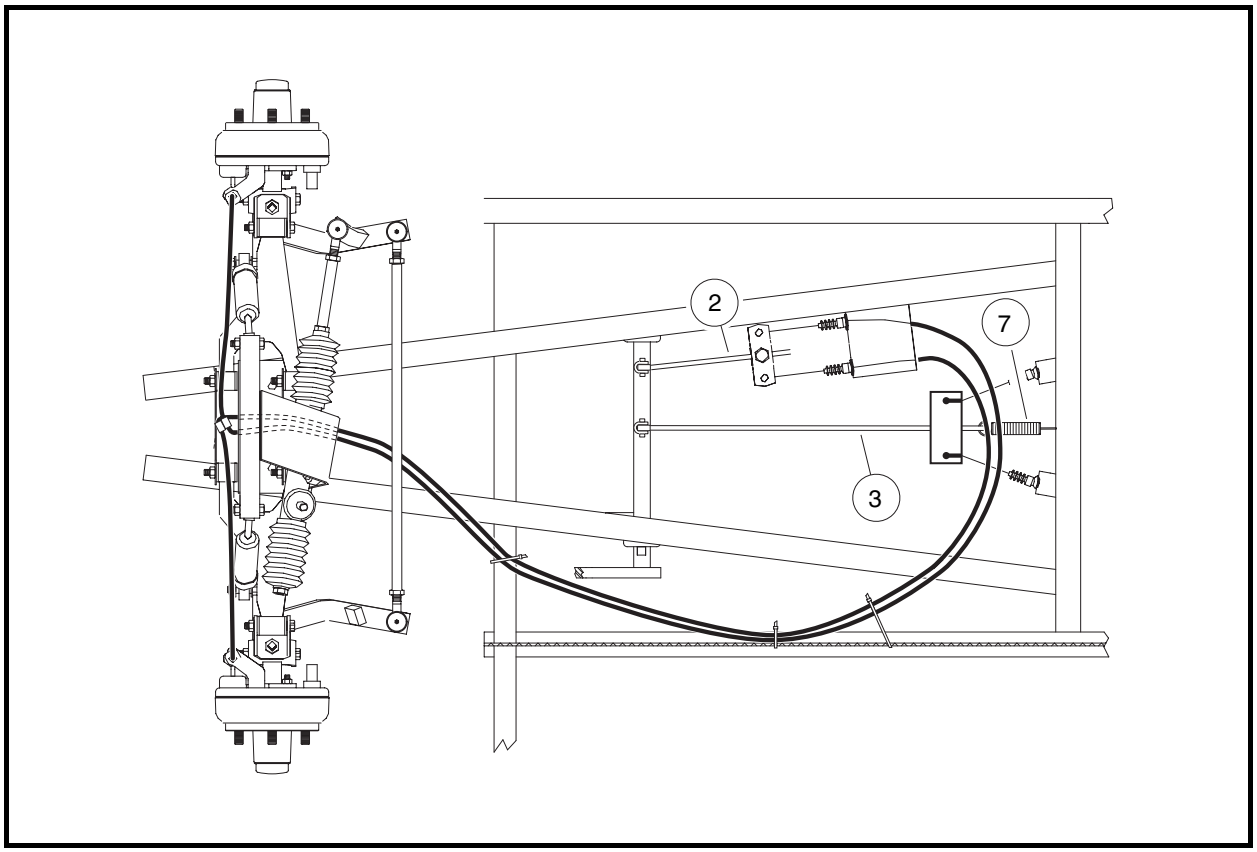

Figure 6-37 Front Brake Cable Routing
2. Place brake cable clevis (6) on equalizer (18) and install the clevis pin (10) and new cotter pin (9).
3. Route cable towards the rear of vehicle and over to the driver-side I-beam and secure with wire ties so that the brake cable does not touch the brake equalizer **(Figure 6-37, Page 6-22)**.
- **Turf 2, Carryall 2 and Carryall 2 Plus vehicles:** The cable should pass over the inside I-beam **(Figure 6-37, Page 6-22)**.
4. Route cable along I-beam towards front of the vehicle and secure as shown **(Figure 6-37, Page 6-22)**.